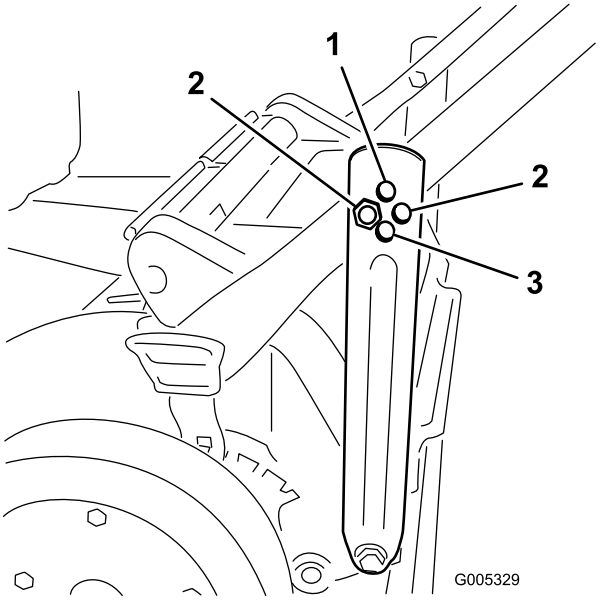

Figure 5
2. Insert the bolt through the hole in each of the handle braces that sets the handle to the desired position and tighten (Figure 5).